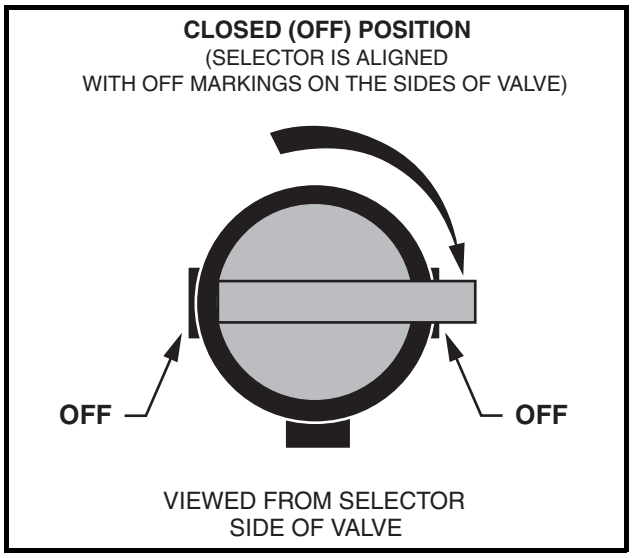

Figure 3-3 Fuel Shut-off Valve – Closed Position
- **Turn fuel shut-off valve to closed (OFF) position (Figure 3-3, Page 3-3).**
4.1. Place the Forward/Reverse handle in the NEUTRAL position and the neutral lockout cam in the MAINTENANCE position. Turn the fuel shut-off valve to the closed (OFF) position **(Figure 3-3, Page 3-3)** and run the engine until fuel remaining in the carburetor and fuel lines is depleted and the engine stalls. Return the neutral lockout cam to the OPERATE position.